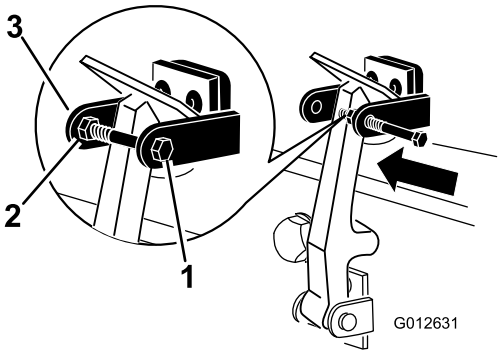

Figur 10
7. Skru bolten ind i den anden arm på motorhjelmens låsebeslag for at låse låsen på plads (Figur 10). Spænd bolten godt, men spænd ikke møtrikken.